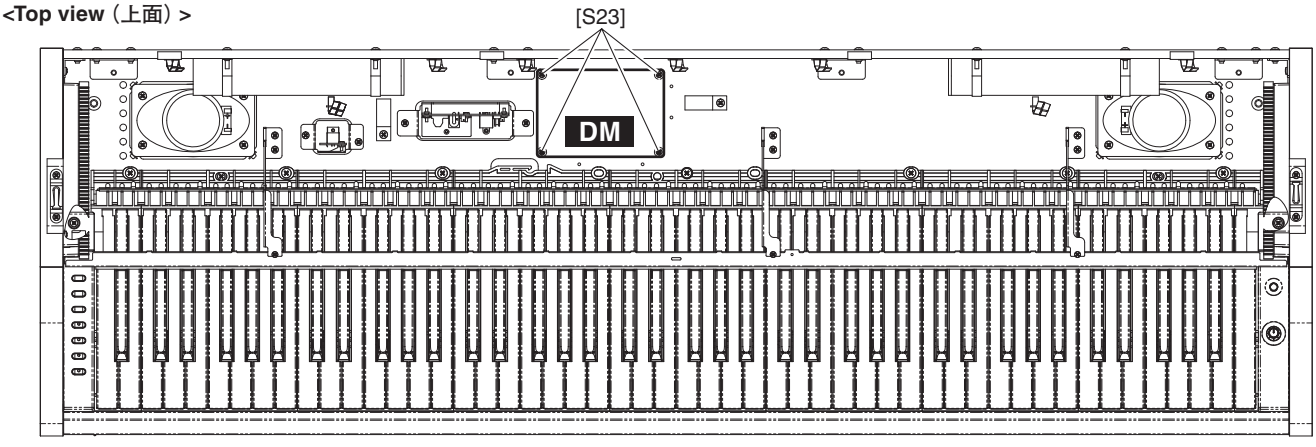

Fig. 2（図2）
3-3 Remove the four (4) screws marked [S23]. The DM circuit board can then be removed. (Fig. 2)
3-3 [S23] のネジ 4 本を外して、DM シートを外します。(図 2)